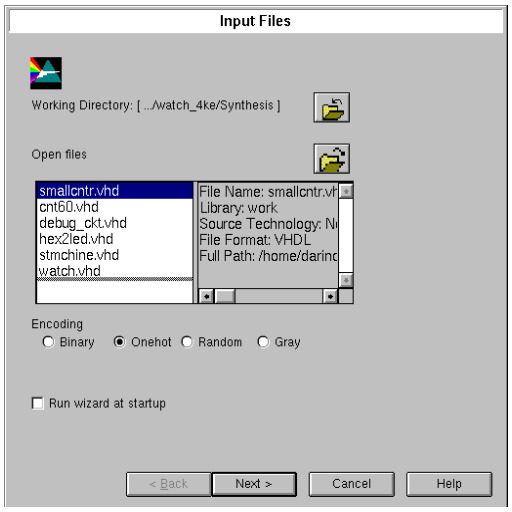

Figure 1-8 Input Files order window
6. The order of the files read in must be from the bottom up. To arrange the files into the proper order highlight the file and drag and drop it into the appropriate place to reflect the following figure 1-8